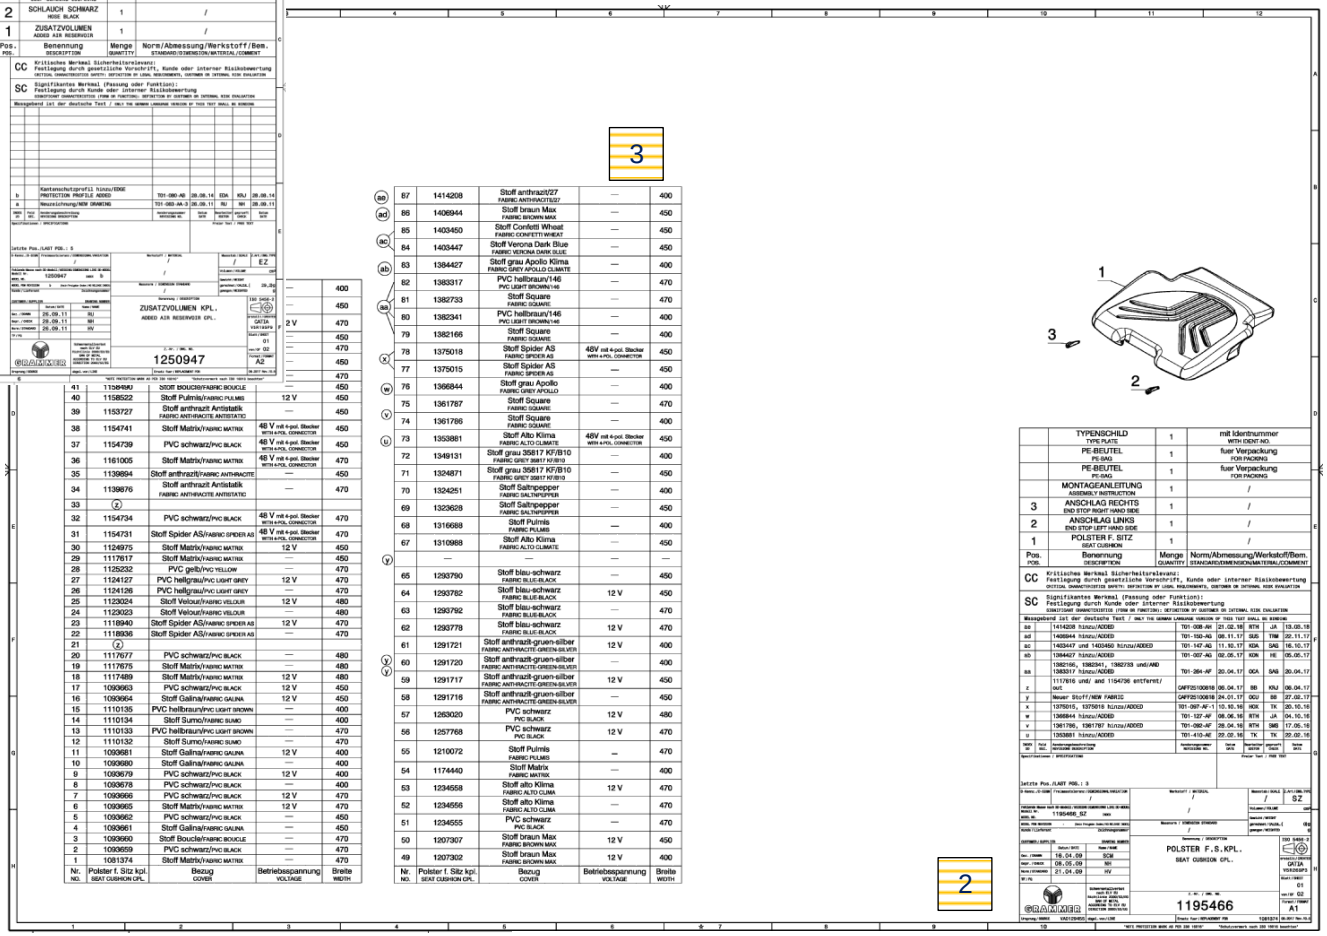

Figure 4.5.2
- The collective drawings for spare part kits 2 (*Figure 4.5.2*) consist of an image part with position numbers, a table describing the positions and a table of collective variants. 3